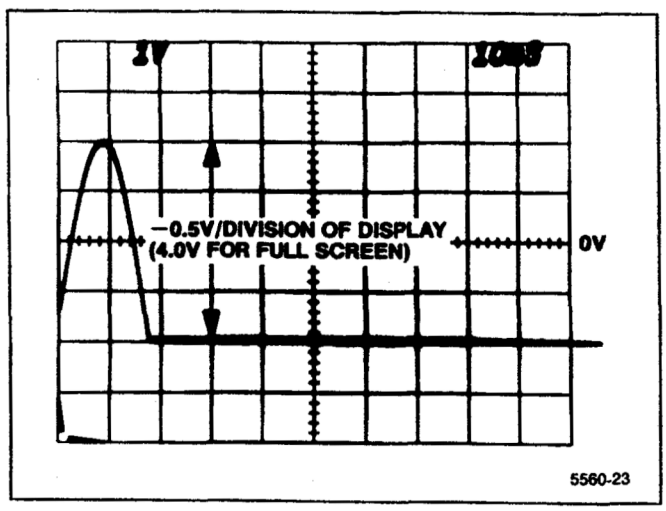

Figure 4-23. Test oscilloscope display of VERT output with a full screen display on the Spectrum Analyzer.
e. Check that the amplitude of the VERT OUTPUT signal is 4 V peak-to-peak ±0.2 V centered around 0 Vdc as displayed on the test oscilloscope. See Figure 4-23.